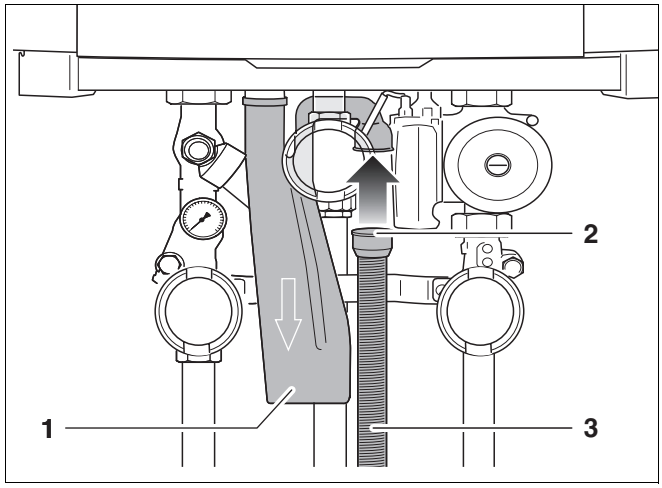

Bild 12 Wellschlauch montieren
- Wellschlauch (Bild 12, **Pos. 3**) und Gummimanschette (Bild 12, **Pos. 2**) am Siphon (Bild 12, **Pos. 1**) montieren.